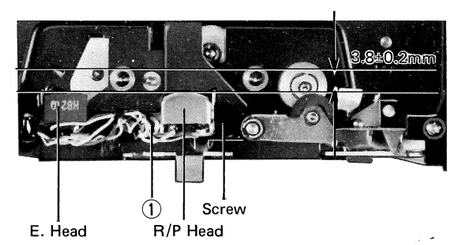

Fig. 13
The R/P and Erase heads should be positioned as shown in Fig. 13.
3) While playing back a test 6.3kHz tape (VTT-651) for azimuth adjustment, adjust head nut ① (Fig. 13) so that the maximum output can be obtained.
5) Be sure to lock the head nut ① with paint after adjustment.